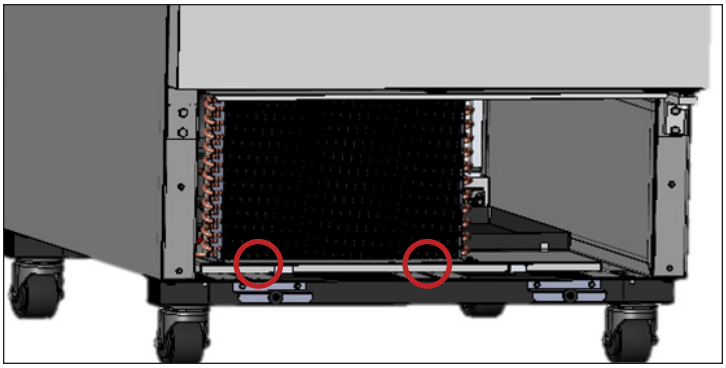

***Fig. 5.*** Remove condenser base bolts.
5. Remove the condenser base bolts. See fig. 5.